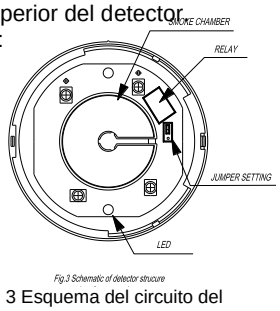

Fig. 3 Esquema del circuito del detector sin la parte superior.
1. Para ajustar la condición normal del relé a "normalmente cerrado" (NC), inserte un destornillador en el agujero rectangular localizado en un lateral entre la parte superior y la base y gírelo para quitar la parte superior del detector.
2. Acuda a la Fig. 3. Hay un puente al lado del relé en el circuito. Quite el puente y sitúelo en la posición NC.